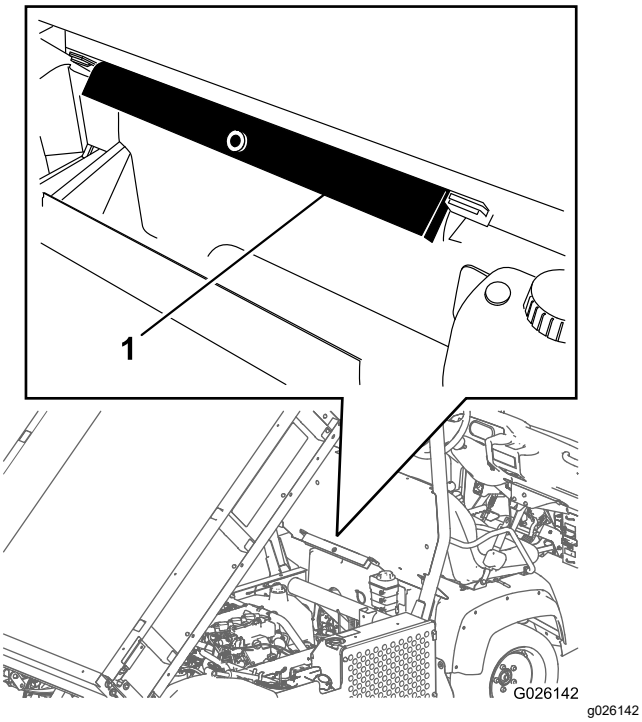

Figura 19
2. Retire el soporte de la plataforma de los soportes de almacenamiento situados en la parte trasera del panel del ROPS (Figura 19).